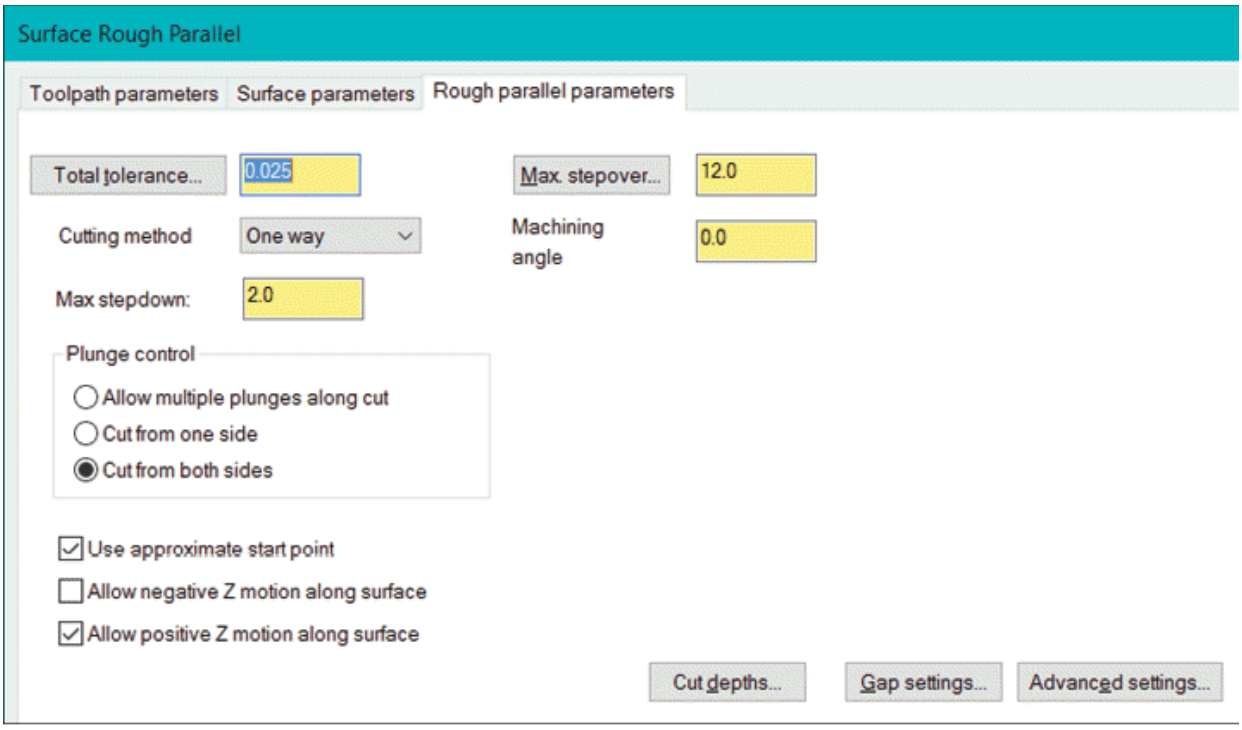

Figure-26. Rough parallel parameters tab
- Click on the **Rough parallel parameters** tab in the dialog box. The options will be displayed as shown in Figure-26.